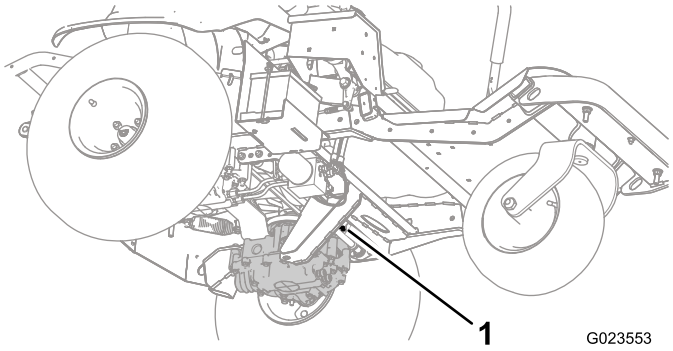
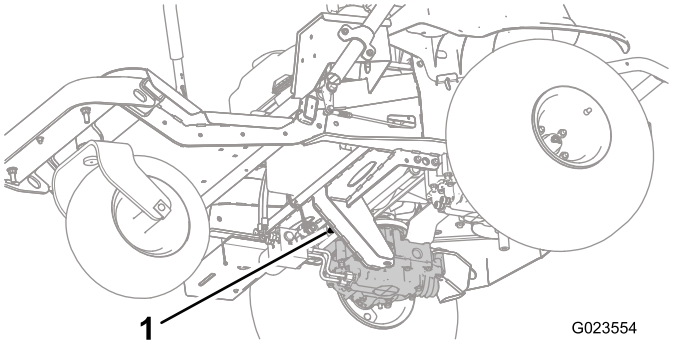
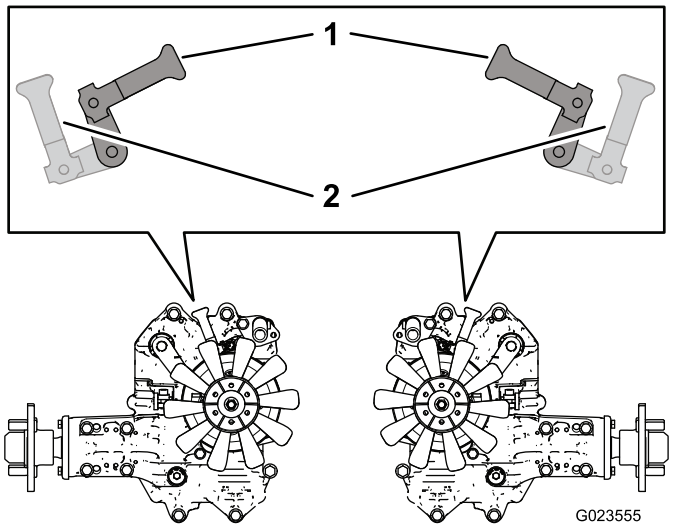

Figuur 28
Figuur 29
Figuur 30
3. Draai aan de onderkant van de machine de omloopklephendels (Figuur 28 en Figuur 29) zo dat ze naar binnen wijzen in de richting van het midden van de machine (Figuur 30), en zet de parkeerrem vrij; zie Parkeerrem vrijzetten (bladz. 27).
4. Als u klaar bent met het duwen of slepen van de machine draait u de omloopklephendels weer naar de voorzijde van de machine zodat deze kan rijden (Figuur 30).